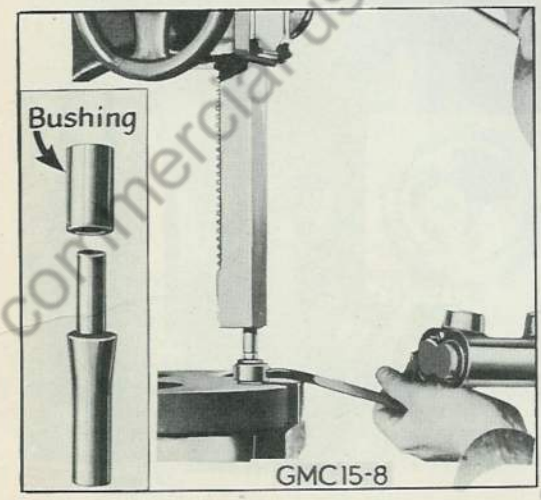

Fig. 10 Installing Link Bushing
4. Place new bronze bushing on bushing replacer pilot and press bushing into grommet, Fig. 10. Replacing tool, J-899, expands grommet and should be used for this operation to prevent damaging grommet.